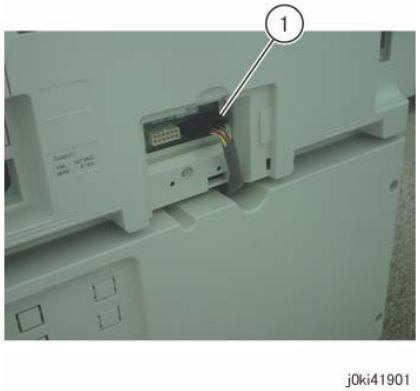

Figure 1 Disconnect the connectors
4. Disconnect the connector. (Figure 1)